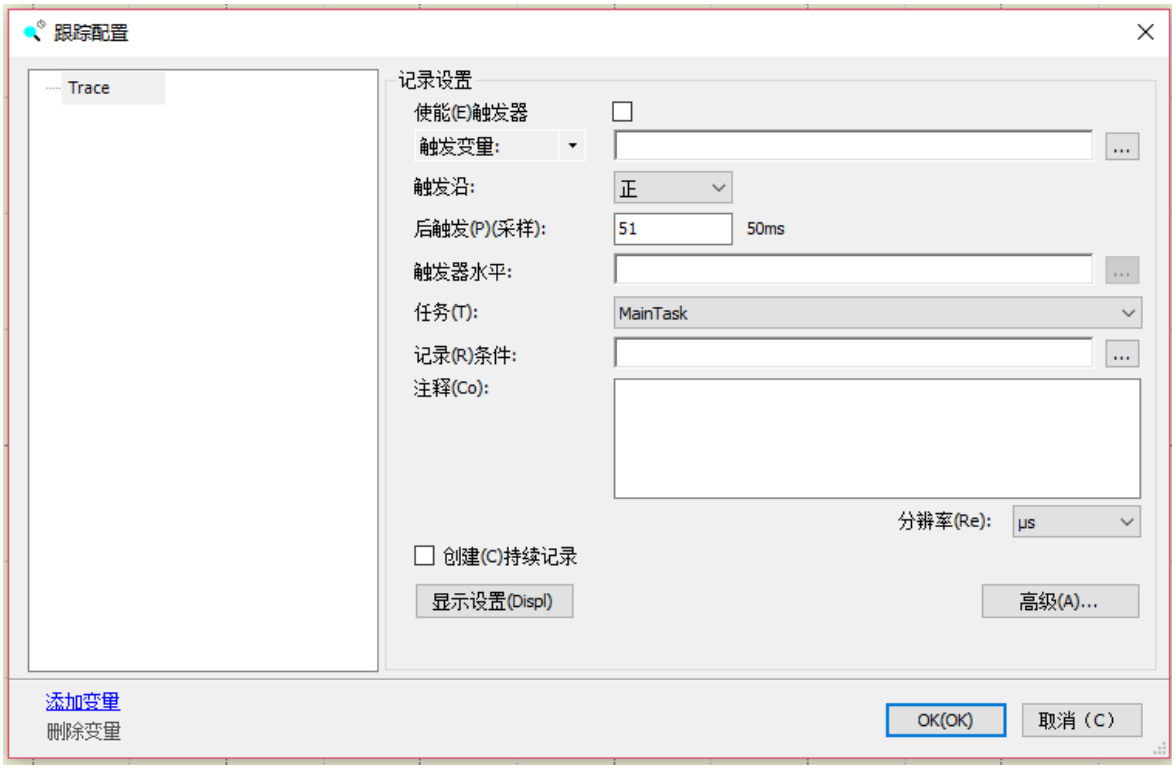

图 6.10　跟踪配置对话框
4. 在跟踪曲线界面的右上角，点击“配置”，弹出对话框如图 6.10 所示。将其中的“任务”选“Main Task”；“分辨率”选“μs”。